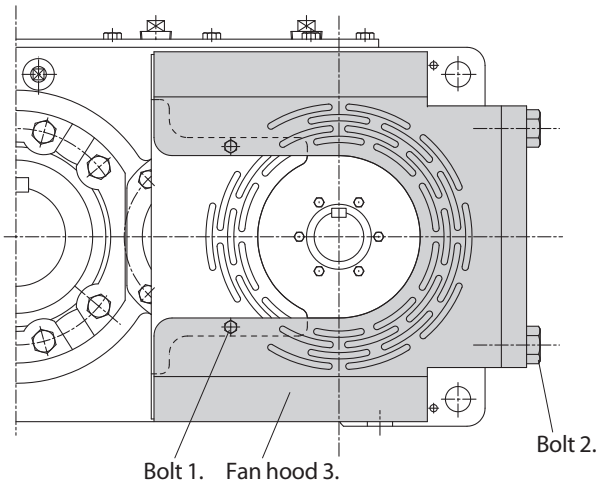

Fig.4
(1) Remove bolt 1. 2. , and fan hood 3. (Fig.4).
(3) Install fan hood 3. to the reducer with bolt 1. 2. (Fig.4).